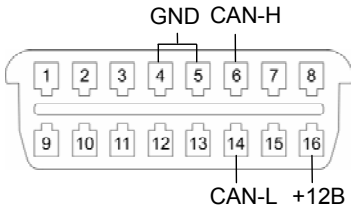

Рисунок 2. Подключение адаптера к разъему OBD-II.
2.2. Подключить Серый и Синий провода разъема X1 к информационной шине CAN автомобиля. Данное подключение возможно произвести в жгуте 16-ти контактного диагностического разъема OBD-II, расположенного под рулевой колонкой, где информационная шина CAN подключена к контактам №6 (CAN-H) и №14 (CAN-L) соответственно (смотри рисунок 2).